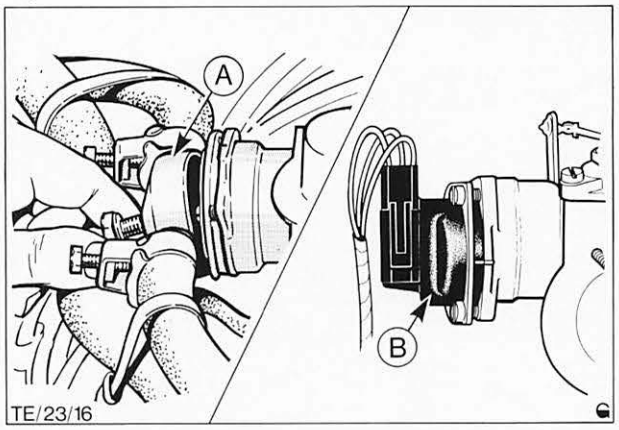

Abb. 164 Äußeres Gehäuse – Startautomatik abbauen
5. Schrauben (3) entfernen, Wassergehäuse der Startautomatik mit Thermofeder komplett abbauen und Abschirmscheibe aus dem Startautomatikgehäuse entfernen, Abb. 164.